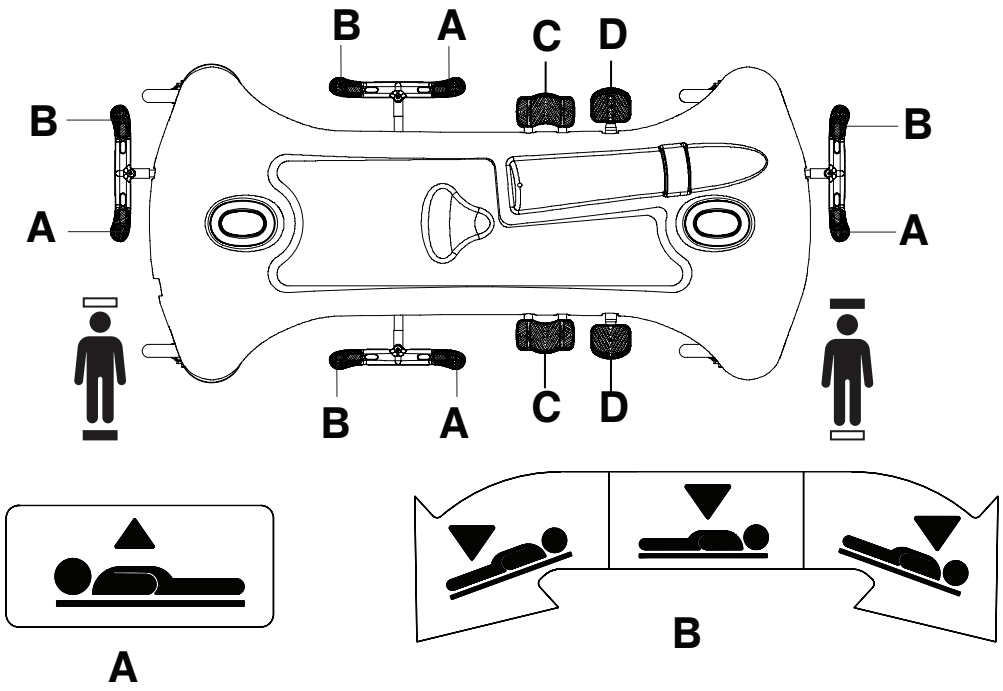

Figur 3 – Höja eller sänka sängbotten
För att höja sängbotten ska du pumpa pumppedalen (D) tills du når önskad höjd (Figur 3).
För att försätta produkten i Trendelenburgs läge (huvudet ned) höjer du sängbotten till det högsta läget (Figur 3).
För att försätta produkten i omvänt Trendelenburgs läge (fötterna ner) höjer du sängbotten till det högsta läget (Figur 3)